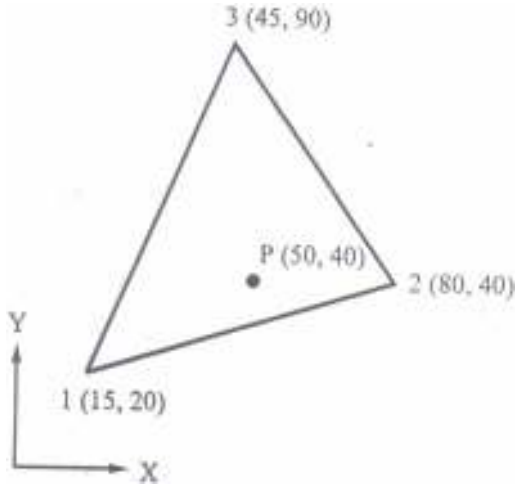

Figure 6
Q.4 **(a)** Determine the shape functions N_1, N_2 and N_3 at the point P for the triangular element as shown in fig. 6. **07**